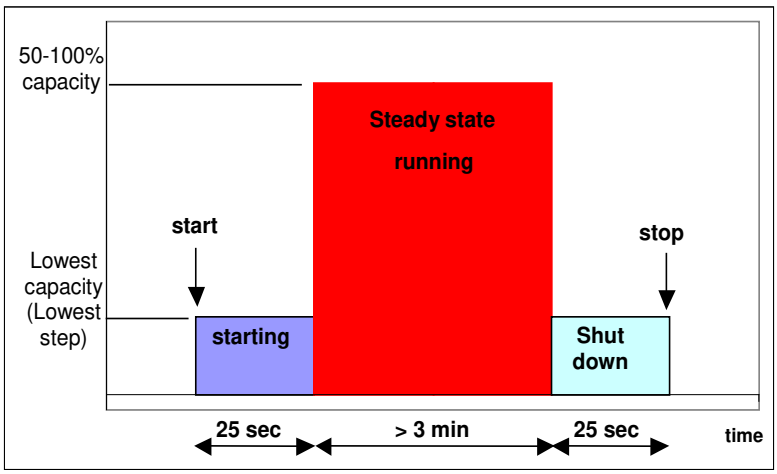

Рисунок 3-R: пуск и останов компрессора ;
По этой причине, для того чтобы остановить и заново запустить компрессор на минимальном шаге производительности, см. рисунок 3-R, необходимо активировать клапан для минимальной производительности на 25 секунд перед выключением компрессора. Кроме того, клапан (14) следует поддерживать под напряжением в течение всего периода остановки компрессора.
Порядок запуска и остановки, указанного на рис. 3-R необходимо выполнить для всех винтовых компрессоров, как в шаговой так и в плавной конфигурациях, так как это позволяет избежать шумных остановок, вызванных временным обратным вращением с высоким массовым расходом (см. главу EA-04: “компоненты”).